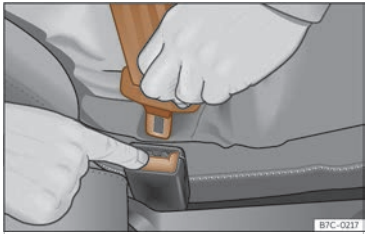

Abb. 23 Schlosszunge vom Gurtschloss lösen.
- Rote Taste im Gurtschloss drücken ››› **(Abb. 23)**. Die Schlosszunge springt heraus.